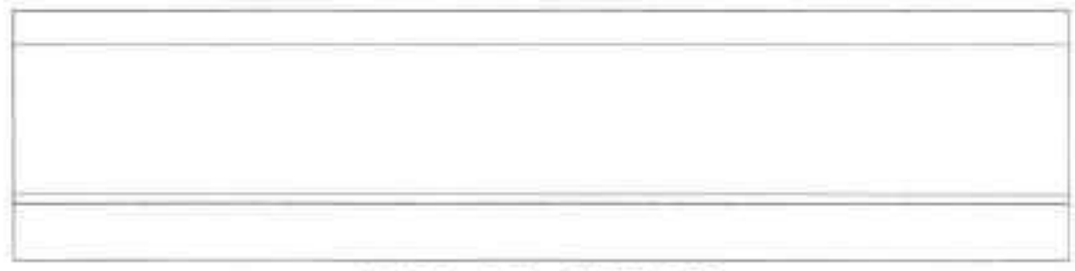

图20-82 偏移线段
Step 02 执行“偏移”命令，将矩形上方线段依次向下偏移 100mm、530mm 和 30mm，如图 20-82 所示。